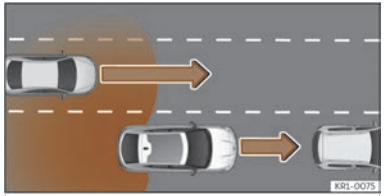

Fig. 132 Overtaking with traffic behind the vehicle.
- When being overtaken by another vehicle >>> Fig. 132.